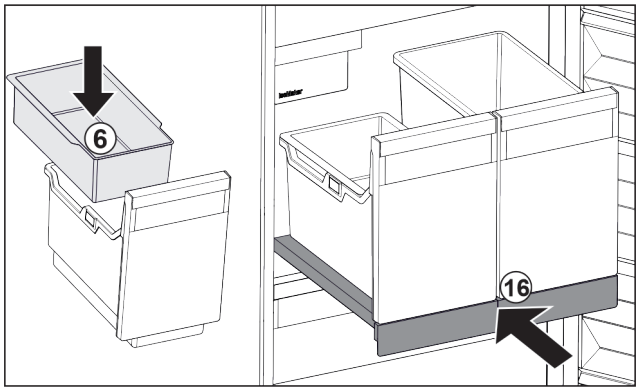

Fig. 125
▶ Einhängeschale *Fig. 125 (6)* für Eiswürfel einsetzen.
▶ Auszugsbord mit Behälter (IceTower) einschieben. *Fig. 125 (16)*